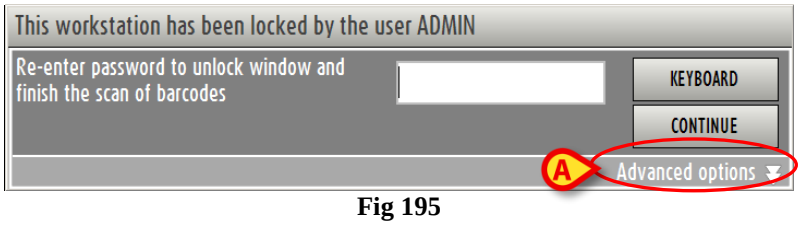

Fig 195
- click the option “Advanced options” on the window requesting password (Fig 195).